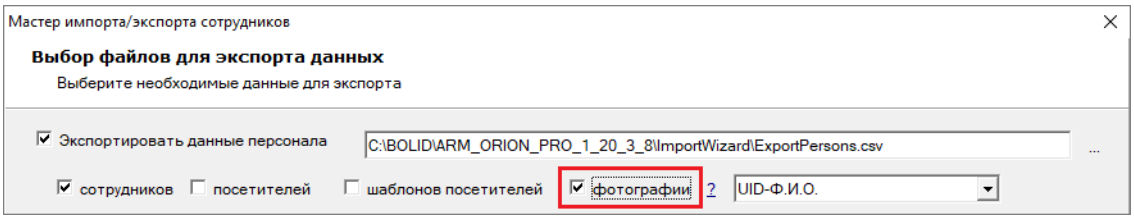

Рисунок 15-33 Выбор экспорта фотографий вместе с выбранными списками персонала
2) установите флаг напротив объекта «фотографии» (см. Рисунок 15-33),